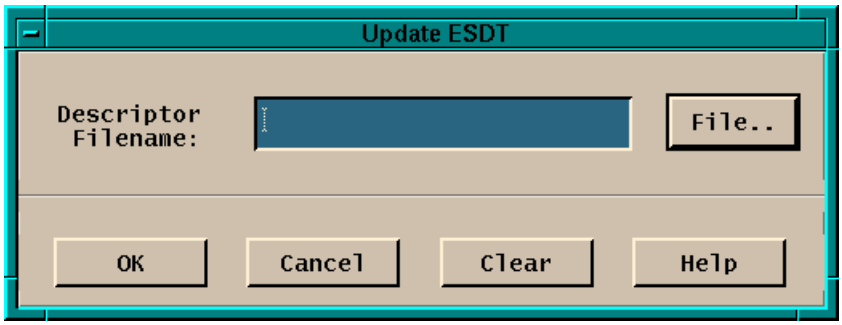

Figure 26. Science Data Server - Update Data Type Dialog
- **Update** opens the Update ESDT Dialog (see Figure 26) which is used to update a ESDT to the installed list of data types based upon input information. The SDSRV GUI provides the capability to update multiple ESDTs at one time. The Science Data Server needs to be running in **Maintenance mode** to accept this operation. Click on the **File…** button to display a list of descriptor filenames to choose from instead of typing them in. Multiple descriptor files can be selected. Click the **OK** button to update the data type. If no error messages appear, then the operation has been successfully completed. Click the **Cancel** button to close the dialog without performing an operation. Click the **Clear** button to start all over again the process of filling in new information. Click the **Help** button to display on-line help information.